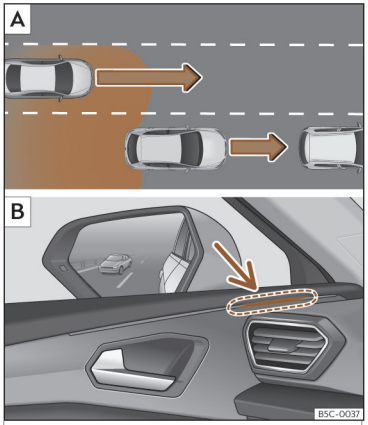

Abb. 170 Schematische Darstellung: A Überholvorgang mit Verkehr im hinteren Bereich. B Anzeige des Spurwechselassistenten an der Kontrollleuchte links.
In nachfolgenden Situation wird die Anzeige in der Kontrollleuchte››› **Abb. 170** B (Pfeil) oder››› **Abb. 171** B (Pfeil) dargestellt:
- Bei einer Überholung durch ein anderes Fahrzeug››› **Abb. 170** A.